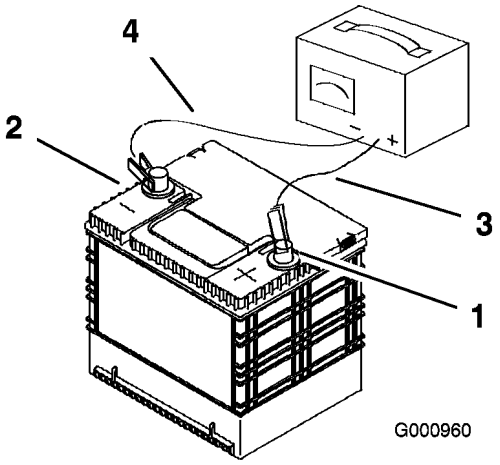

Figur 46
2. Når batteriet er helt oppladet, kobler du laderen fra strømuttaket, og deretter laderledningene fra batteripolene (Figur 46).